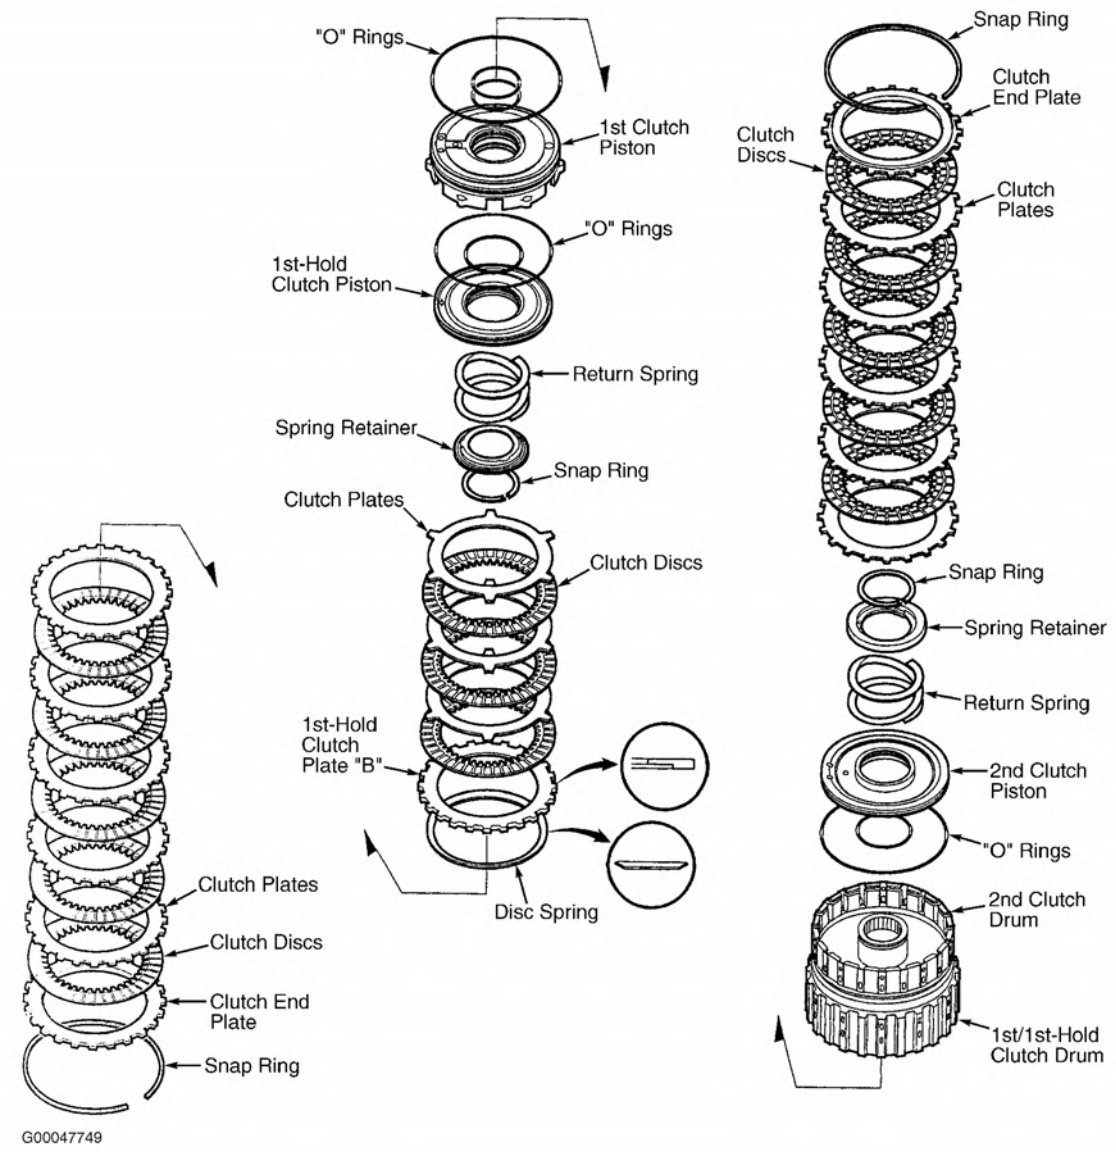
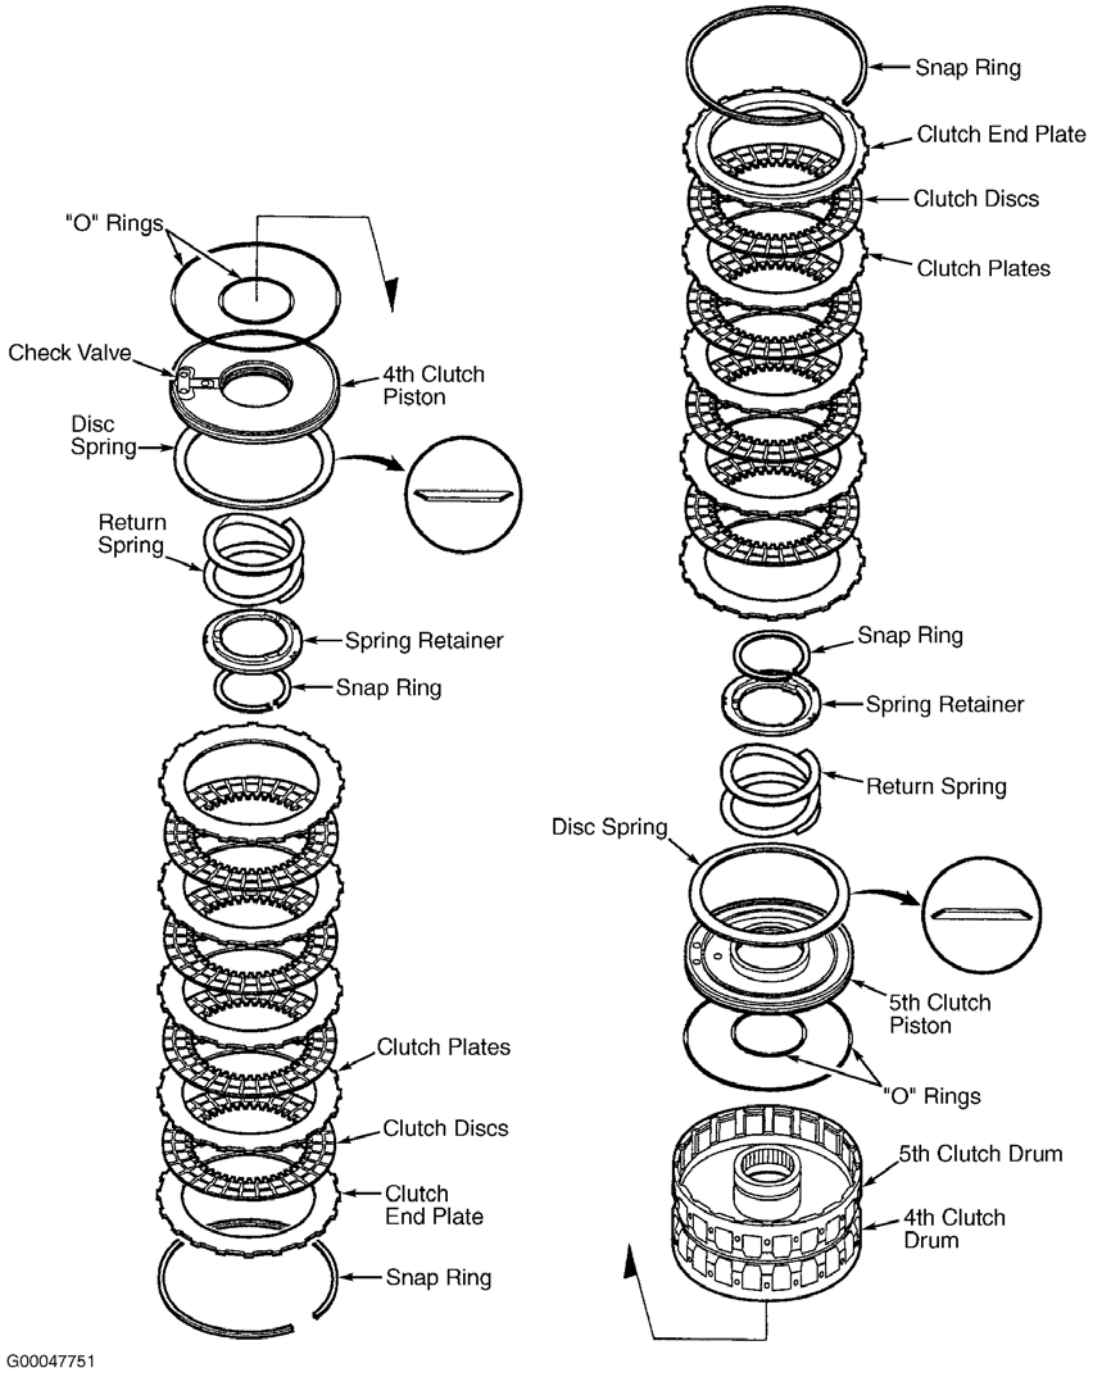

Fig. 47: Exploded View Of 1st, 1st-Hold & 2nd Clutch Assembly
Fig. 49: Exploded View Of 4th-5th Clutch Assembly
1. Remove the snap ring, then remove the clutch end plate, the clutch discs, and the plates with a screwdriver. See **Fig. 47** -**Fig. 49** .
5. Check the 1st-hold clutch plate-to-top-disc clearance; starting with a clutch plate, alternately install the clutch plate and discs in the 1st-hold clutch drum, then install the 1st-hold clutch plate. See **Fig. 47** .
16. Install the disc spring in the 1st, 3rd, 4th, and 5th clutches in the direction shown. See **Fig. 47** -**Fig. 49** .